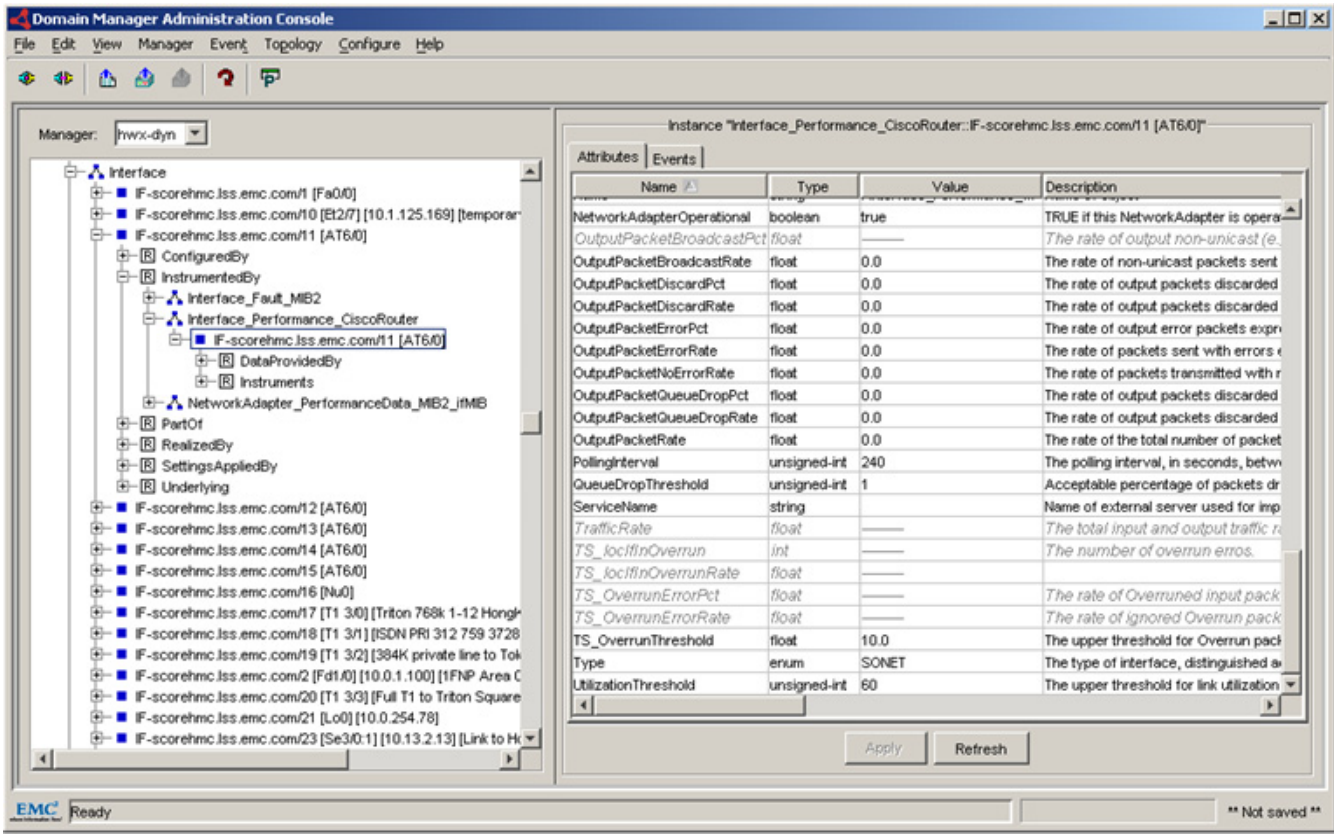

Figure 4-2 **Interface instance with the new attributes before polling**
5. Verify that the TS_locIfInOverrun, TS_locIfInOverrunRate, TS_OverrunErrorRate, and TS_OverrunErrorPct attributes have been added to the Interface instance, using the **Attributes** tab, as shown in Figure 4-2 on page 4-8.